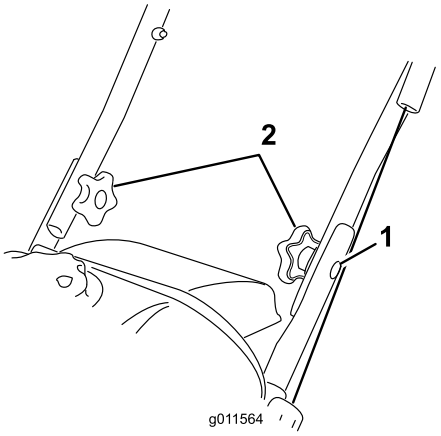

Figur 3
2. För in bultarna med ovala huvuden i de inpassade hålen med bulthuvudena på handtagets utsida (Figur 3).
1. Bultar med ovalt huvud (2)
3. Montera de böjda brickorna och handtagsvreden på bultarna med ovala huvuden på insidan av handtaget (Figur 3) och **dra åt vreden ordentligt**.